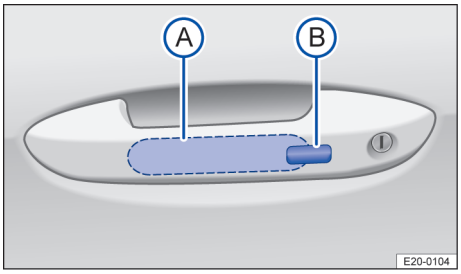

Fig. 55 Dans la poignée des portières avant : surfaces de détection
1. Touchez la surface de détection → fig. 55 Ⓐ sur la face intérieure de la poignée de porte. Tous les clignotants clignotent deux fois.
2. Touchez la surface de détection → fig. 55 Ⓑ sur la face extérieure de la poignée de porte. Tous les clignotants clignotent une fois.
2. Touchez une fois le capteur situé sur la face extérieure de la poignée de porte dans les cinq secondes qui suivent → fig. 55 Ⓑ. N'introduisez pas la main dans la poignée de porte. Le système « Keyless Entry » est temporairement désactivé.